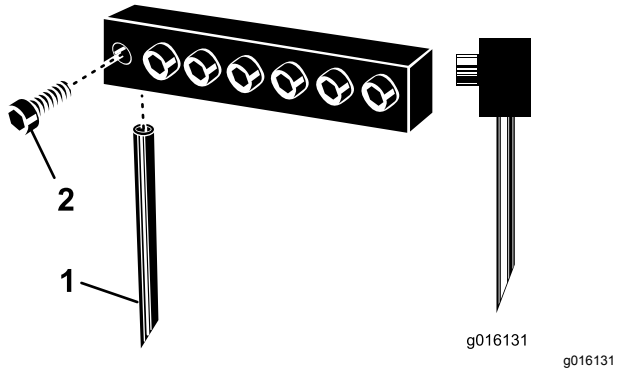

**Figuur 30**
3. Draai de klembouten los en verwijder de eerder gebruikte tanden (Figuur 30).
**Opmerking:** Plaats holle tanden met de sleuf naar de achterzijde. Volledig gevulde tanden moeten met de hoek van de punt naar de machine wijzen (Figuur 30).